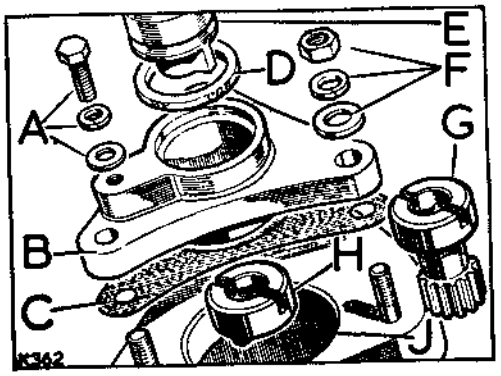

**Fig. A1-58. Distributor removal**
9. Fit the distributor to the mounting adaptor plate Fig. A1-58 refers.